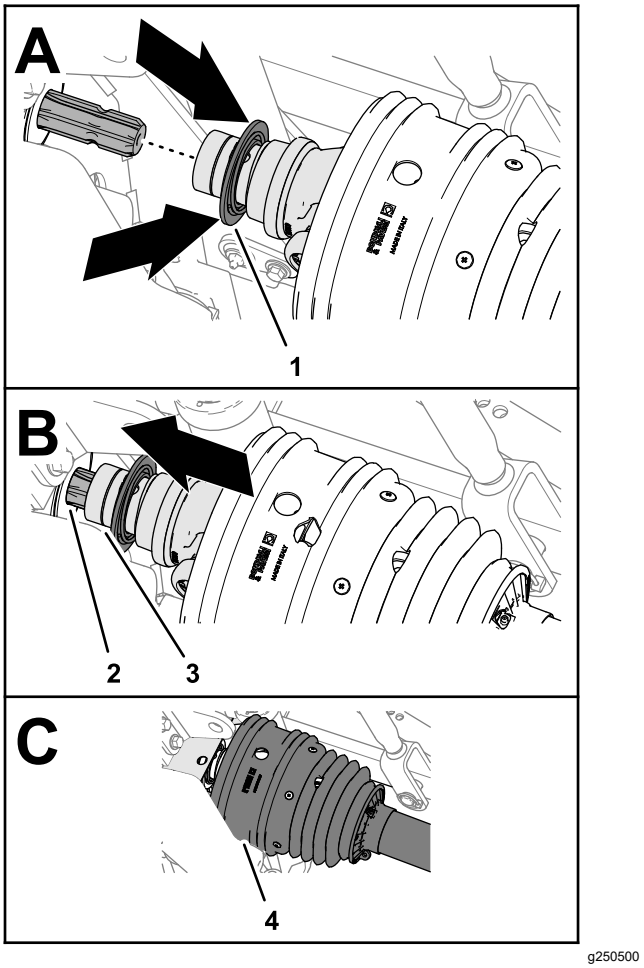

Figuur 31
2. Trek de borgkraag van de snelkoppeling terug (Figuur 31).
3. Trek de borgkraag terug en trek de gaffel van de aandrijfas van de aftakas naar voren; schuif nu de vrouwelijke koppeling over de sleuven van de uitgangsas van de aftakas (Figuur 31).
5. Zorg dat de bescherming over het aandrijfasjuk zit (Figuur 31).